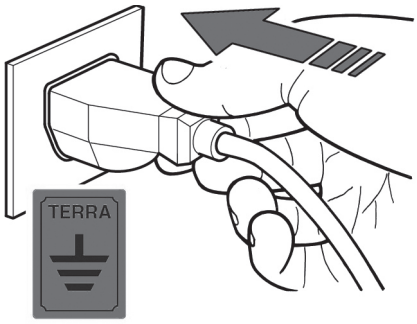

fig. 10
- E' obbligatorio che l'apparecchiatura completa sia collegata adeguatamente ad una efficiente presa a terra (fig.10).